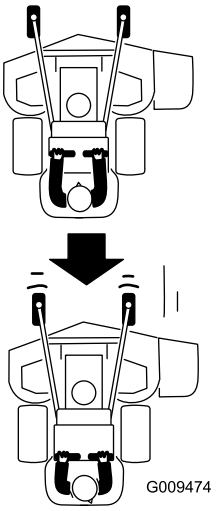

**Figuur 24**
2. Beweeg de rijhendels langzaam naar achteren (Figuur 24).